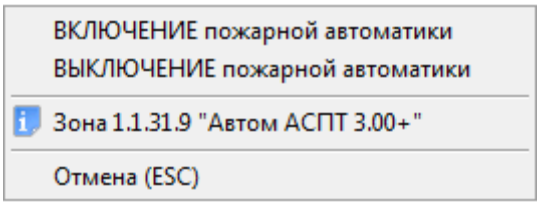

Рисунок 8-148 Контекстное меню для входа с типом "Режим автоматического запуска"
- Управление включением автоматического запуска пожаротушения и выключением автоматического запуска пожаротушения (см. Рисунок 8-148);